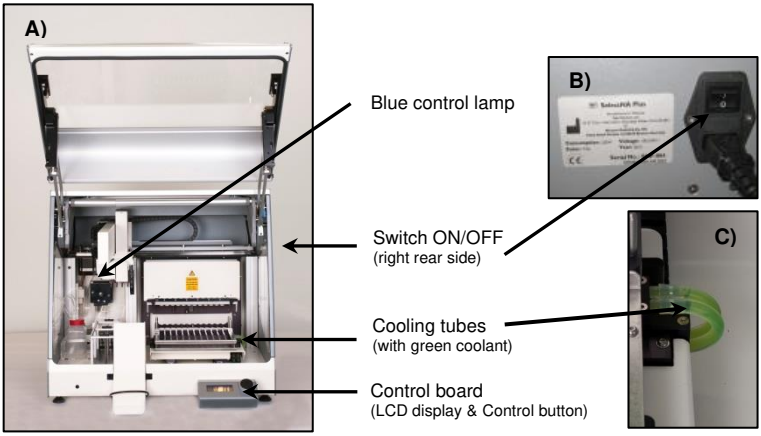

Fig. 2: The **SelectNA™*plus*** instrument.
- Turn ON the instrument on the right rear side of the instrument (Fig. 2B, page 20). The blue control lamp inside the instrument is on (Fig. 2, part A, page 20).